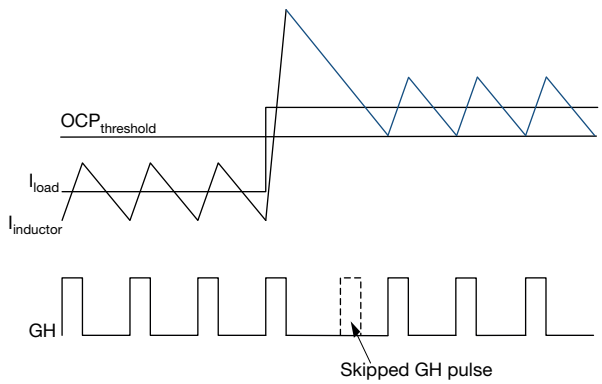

Fig. 7 - Over-Current Protection Illustration
SiC45x has pulse-by-pulse overcurrent (OC) limit control. The inductor valley current is monitored during low-side (LS) FET turn-on period through $R_{DS(on)}$ sensing. After a pre-defined blanking time, the valley current is compared with an internal OCP threshold named IOUT_OC_FAULT_LIMIT, which can be programmed via PMBus. Once monitored valley current is larger than IOUT_OC_FAULT_LIMIT, a pulse-by-pulse over-current limit is broken, high-side (HS) turn-on pulse is skipped and LS FET is kept on until the inductor valley current returns below OCP limit as illustrated by Fig. 7.